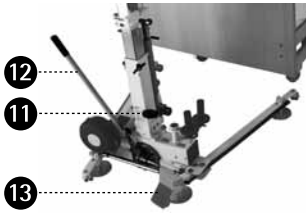
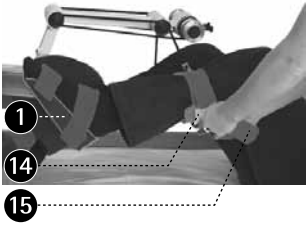

Bild 32
Bild 33
Inställning av rätt träningshöjd (Bild 32, Bild 33): Ställ in höjden på MOTOmed åtminstone så att fotstöden ❶, i sin lägsta position, inte stöter mot madrassen. Pumpa upp vevenheten med fotpedalen ⓫. För att sänka ner vevenheten lyfter du lätt på fotpedalen ⓫. När du kör fram mot fotänden av sängen kan du anpassa benen på det justerbara underredet (tillbehör best. nr. 160) med hjälp av justerspaken ⓬ på det justerbara underredet så att de anpassas till sängbredden.
Stadigare med hjälp av golvfixering (Bild 32): Manövrera golvfixeringen genom att trycka med foten på den röda delen av fotpedalen för golvfixering ⓭ . På detta sätt står apparaten stadigt även under aktiv träning. För att lossa golvfixeringen trycker du på den gröna delen av fotpedalen för golvfixering ⓭.
Lägga i och säkra ben och fötter (Bild 33): För hjälp med att lägga i benen trycker du på knappen ⑦ »Insättningshjälp« på MOTOmeds manöverpanel. Håll in knappen ⑤ eller ⑥ tills ett av fotstöden ❶ befinner sig i rätt isättningsläge. För att lägga i det andra benet trycker du åter igen på knappen ⑤ eller ⑥, för att få fotstöden i bästa läge. Lägg användarens ben i fotstödet ❶ och om det detta finns monterat, även i benstyraren »TrainCare komfort« ⓮ (best. nr. 168). Fixera benet med kardborrebanden ⓯.